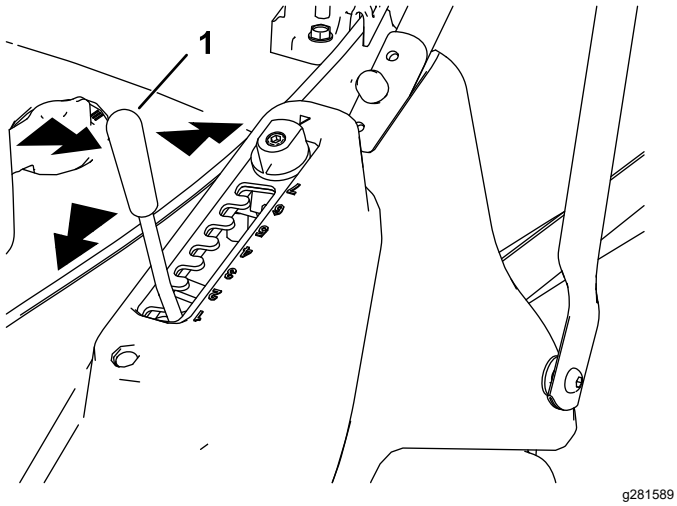

Figur 12
1. Grip klippehøydespaken og dra sidelengs for å koble den fra låsehakket (Figur 12).
2. Skyv spaken fremover for å senke, eller dra den bakover for å heve klippehøyden (Figur 12).
3. Utløs spaken i ønsket posisjon, og påse at den låses i et av de syv innstillingshakkene (Figur 12).